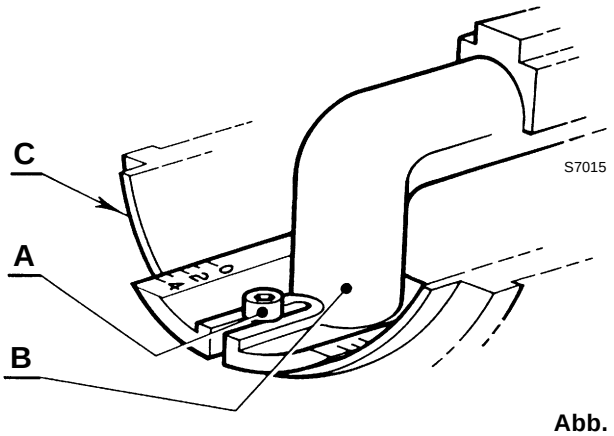

Abb. 11
- ➤ die Schraube A)(Abb. 11) lockern, den Krümmer B) verschieben bis das Ende der Muffe C) mit der gewünschten Einstellzahl übereinstimmt;